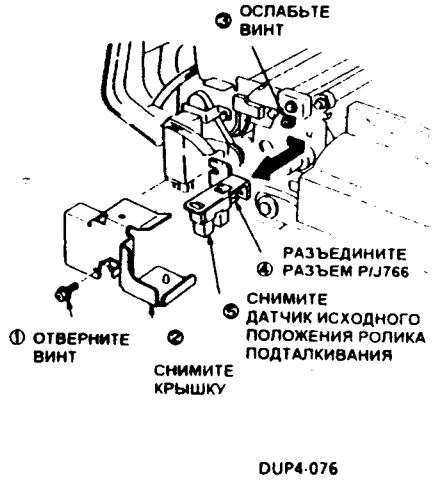

Рис. 3
5. (Рис. 3): Снимите датчик исходного положения ролика подталкивания.